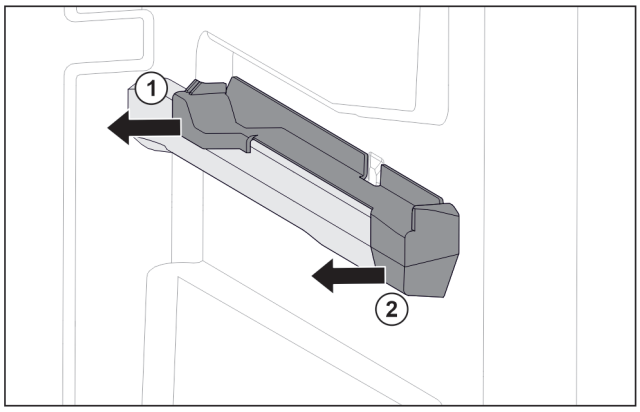

Fig. 84 Aufsteckteil auf der rechten Behälterrippe
▶ Aufsteckteil hinten zur Seite abziehen. *Fig. 84 (1)*
▶ Aufsteckteil vorne zur Seite abziehen. *Fig. 84 (2)*